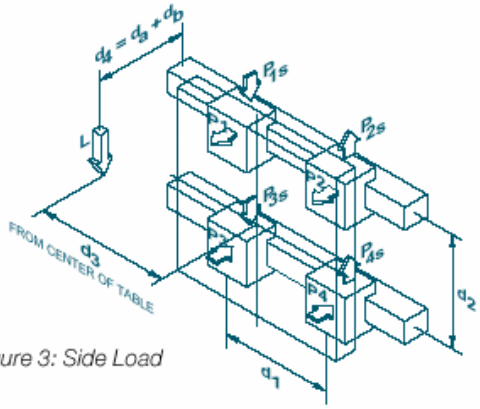

Figure 3: Side Load
The previous loading scenarios have involved only normal forces (compressional or tensional) on the bearings. Consider a positioner as shown in Figure 3, which involves a lateral (side) load applied to the carriage which translates horizontally. The load vector (L) is shown applied at a point whose coordinate distances from the center of the carriage bearing system are given by dimensions d3 and d4. Note that d4 is the sum of distance da—the distance between bearing and center and carriage surface which is provided for each linear positioner—plus db, the distance of the load CG from the mounting surface of the carriage.